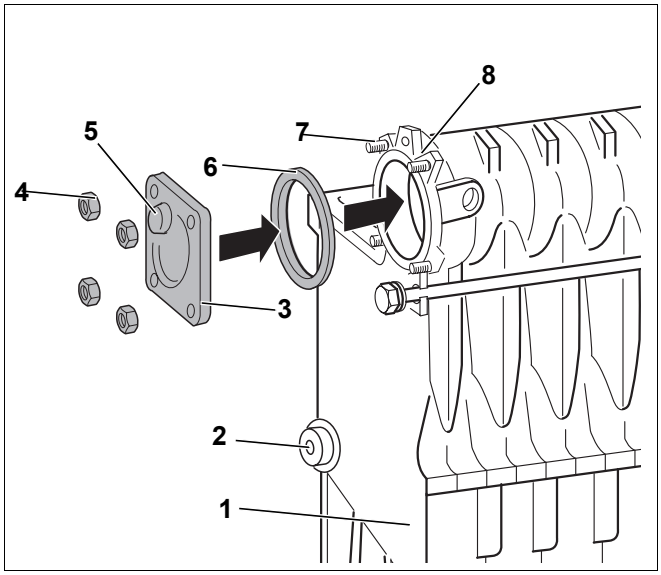
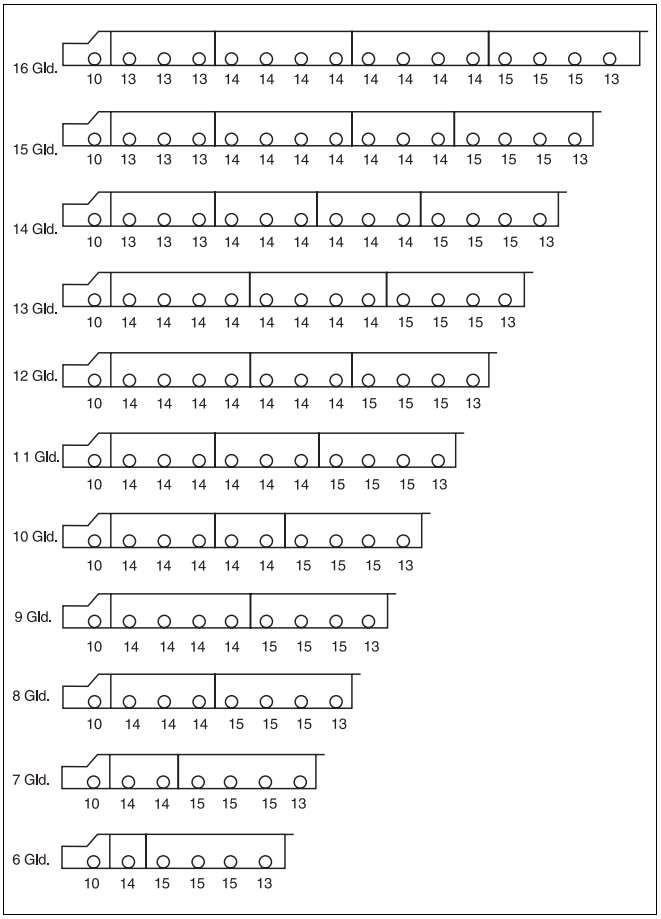
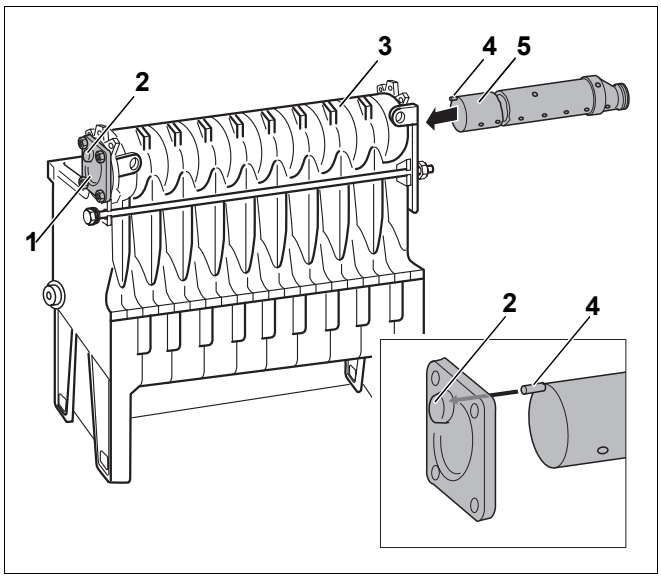

Rys. 22 Montaż kołnierza zaślepiającego
Rys. 23 Schemat montażowy rury zasilającej dla wszystkich wielkości kotła (Ø otworów wierconych w mm)
Rys. 25 Całkowite wsunięcie rury zasilającej
Należy zaślepić piastę tylną górną (rys. 22, **poz. 8**) członu końcowego (rys. 22, **poz. 1**) bloku kotła kołnierzem zaślepiającym (rys. 22, **poz. 3**).
- Założyć uszczelkę płaską (rys. 22, **poz. 6**) na powierzchnię uszczelniającą tylnej górnej piasty (rys. 22, **poz. 8**).
Wgłębienie prawidłowo zamontowanego kołnierza zaślepiającego, zobacz rys. 22, **poz. 5**, powinno być skierowane do środka bloku kotła i znajdować się u góry.
- Nałożyć kołnierz zaślepiający (rys. 22, **poz. 3**) na śruby dwustronne (rys. 22, **poz. 7**) tylnej górnej piasty (rys. 22, **poz. 8**) i przymocować nakrętkami (rys. 22, **poz. 4**).
Rura zasilająca składa się z jednej części początkowej oraz - w zależności od wielkości kotła - z jednej do trzech przedłużek i jednej części końcowej z krzywką (rys. 23). Krzywka służy do ustawienia rury zasilającej i musi się znaleźć we wgłębieniu kołnierza zaślepiającego (rys. 22, **poz. 5**, strona 22). Rurę zasilającą należy wsunąć od przodu w górną piastę kotła (rys. 25, strona 24).
- Końcową część rury zasilającej (rys. 25, **poz. 5**, zakończoną od tyłu krzywką (rys. 25, **poz. 4**)) wsunąć w otwartą górną piastę na ¾ długości.
- Zmontowaną rurę zasilającą (rys. 25, **poz. 5**) wsunąć całkowicie do górnej piasty kotła (rys. 25, **poz. 3**).
- Włożyć krzywkę tylnej części rury zasilającej (rys. 25, **poz. 4**) we wgłębienie kołnierza zaślepiającego (rys. 25, **poz. 2**).